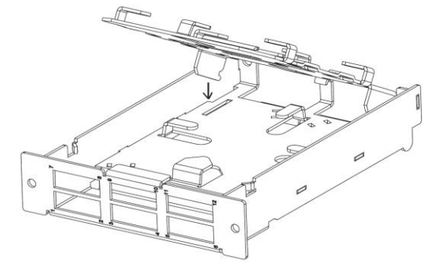

Figura 9
4.4 Inserte la cubierta de empalme en la base colocando las lengüetas posteriores en las ranuras de la base y luego baje la parte delantera. (Ver Figura 9 y 10)